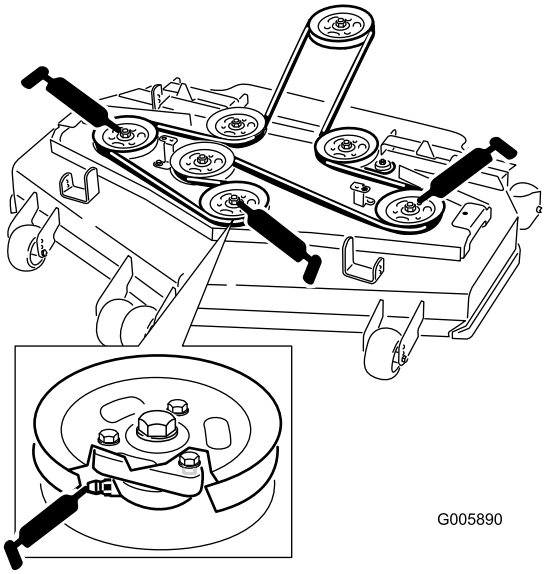

Figuur 30
4. Smeer de drie aslagers onder de poelies totdat er vet bij de onderste afdichtingen naar buiten komt (Figuur 30).
5. Pomp vet in de smeernippels op de duwarmen (Figuur 30).